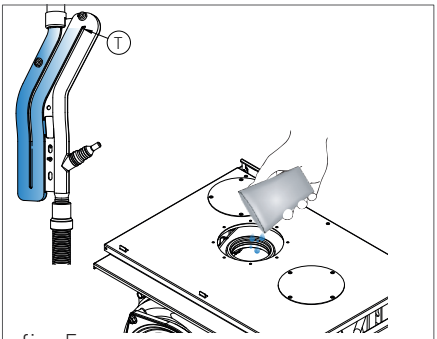

fig. 5
Procedere al riempimento del sifone raccogli condensa nel seguente modo (vedi fig. 5):
- Con un bicchiere versare acqua nell'uscita di scarico fumi dello scambiatore (vedi fig. 5), fino a riempire il sifone al punto più alto "T" (fig. 5);